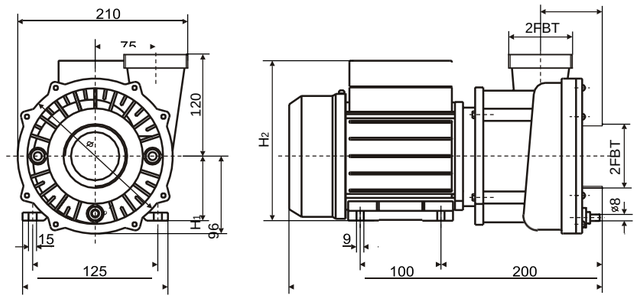

Рис. 2
- Насосы должны устанавливаться на соответствующем уровне. Размеры и положения для поддержки и фиксации насоса (Рис.2).